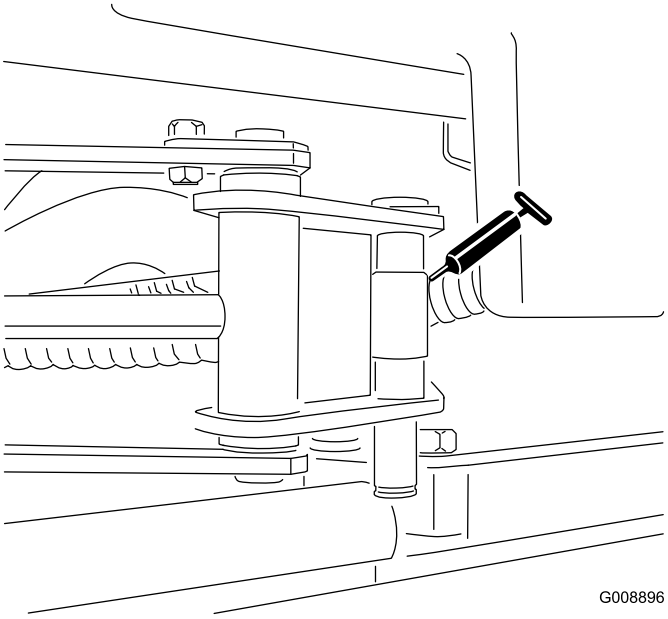

Figur 38
- Sylinderender på siden (2) (Figur 38)